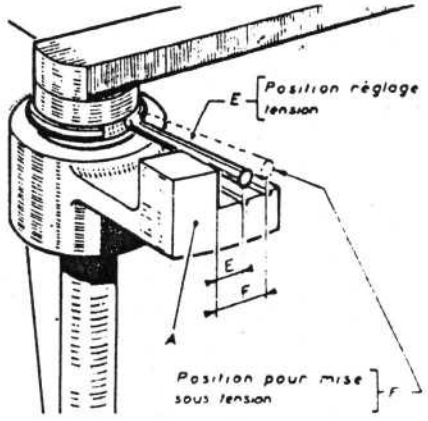

Fig. 20. — *Vérification du jeu de battement des leviers.*
L'écartement est correct lorsque l'index sera en E, à + ou — 0,5 mm (fig. 20).
7° Continuer à forcer sur la clé (13), toujours sens inverse des aiguilles d'une montre, tout en appuyant sur le collier. Veiller à ce qu'il ne pivote pas. Enfin, lorsque l'index sera en F à + ou — 0,5 mm (fig. 20), le collier s'enfoncera, entraînant la barre tubulaire (5). Pousser bien à fond. Les cannelures (4) seront engagées dans les cannelures (3) de la barre centrale. Le dispositif de rappel des soupapes sera ainsi sous tension.